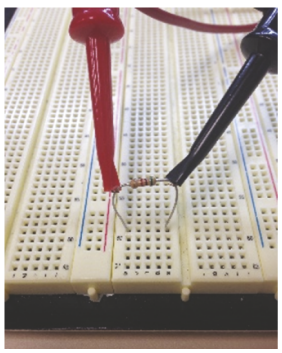

**FIGURE 2.45** (Step 23) Mini-clips or EZ-clips. Be careful not to damage their delicate ends. They are costly.
23. **Making AC measurements.** Now you will use the WG to drive your circuit. Turn off the WG outputs. Remove the DC power supply from the circuit and shut it off. Connect the BNC-to-mini-clips cable (Fig. 2.45) from CH1 of the WG to your circuit in place of the DC supply. ***Do not attempt to insert the clip end into the breadboard. Miniclips are delicate and expensive, so be careful not to bend them for any reason. They should be used ONLY to clip onto thin wires, as shown in the figure.***